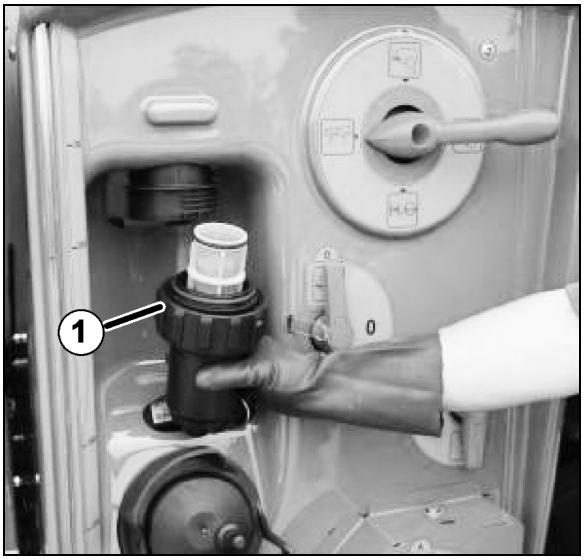

Rys. 125
2. Zdjąć filtr ciśnieniowy (Rys. 125/1) i wyczyścić wodą.